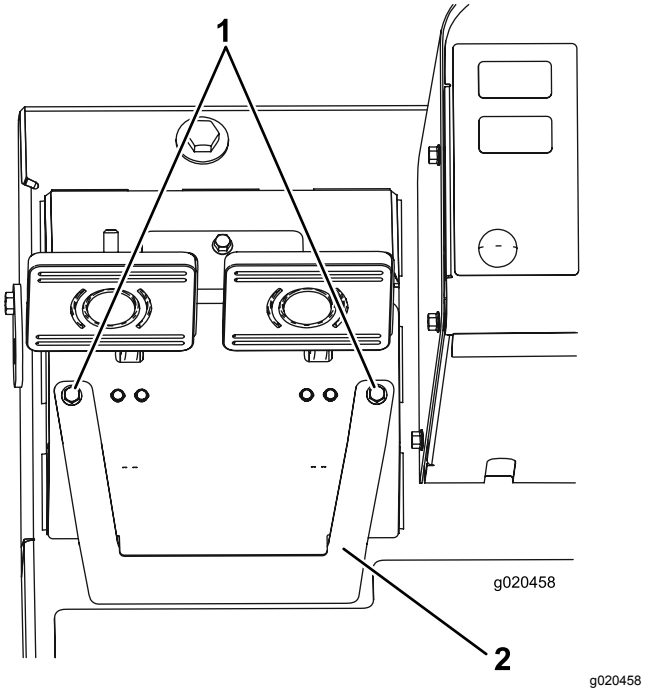

Figuur 62
A. Zet de 2 bevestigingsschroeven los en verwijder de afstelplaat van de rem (Figuur 62).